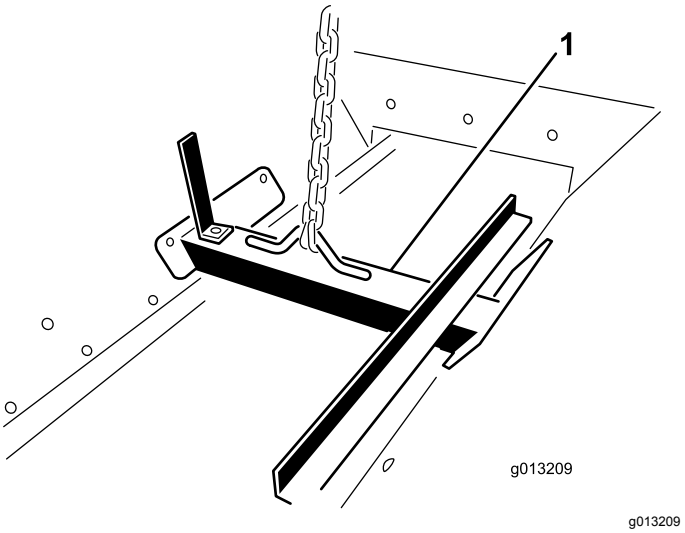

Figuur 13
1. Maak een hefwerktuig vast aan de hefbeugel die met bouten in de hoppereenheid is bevestigd (Figuur 13).